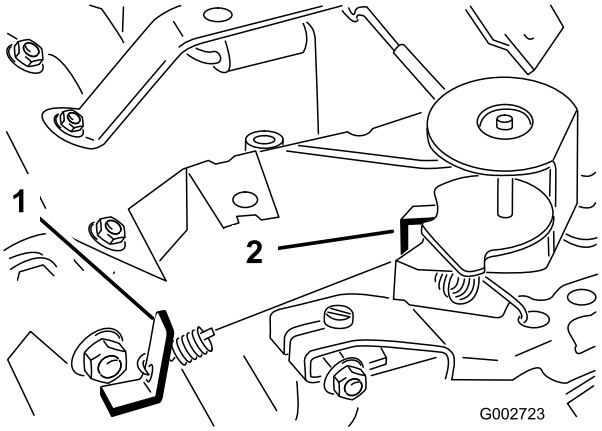

**Figuur 38**
3. Buig het ankerlipje van de veer voor het afgeregelde stationair toerental (Figuur 38) totdat het stationair toerental 1725 +50 tpm bedraagt. Controleer het toerental met een toerenteller.
5. Zet de gashendel op Snel. Buig het ankerlipje van de veer voor het hoge toerental (Figuur 38) totdat het hoge toerental 3400 ±50 tpm bedraagt.